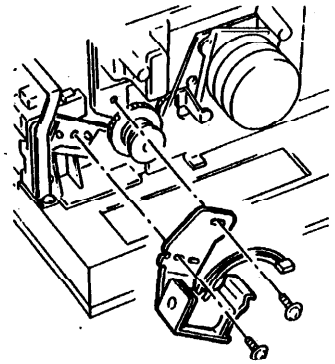

Рис. 1. Соленоид подачи
6. Отвинтите два винта, крепящие соленоид к раме аппарата (Рис. 1).